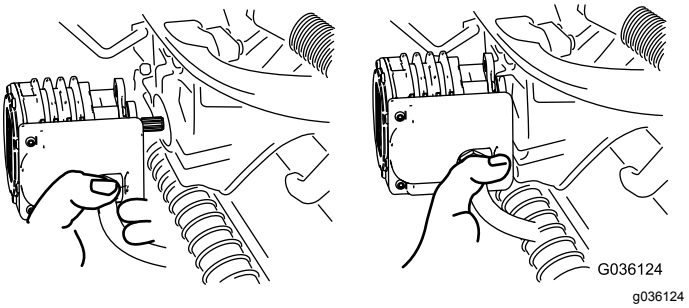

**Figuur 53**
4. Zet de motor in de opbergruimte op de voorkant van de ophangarm (Figuur 53).